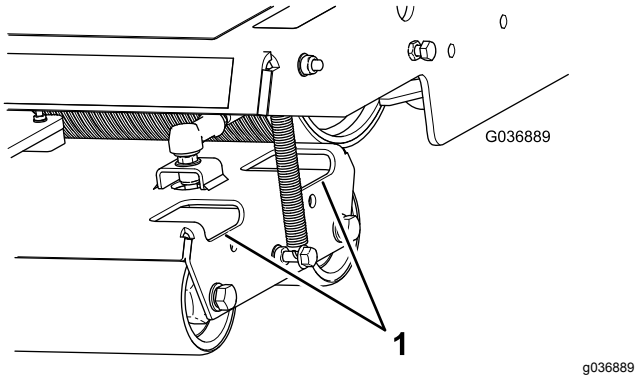

**Figura 39**
2. Limpe a sujidade e detritos dos rolos, se necessário, pulverizando água através dos furos nas caixas dos rolos (Figura 39).